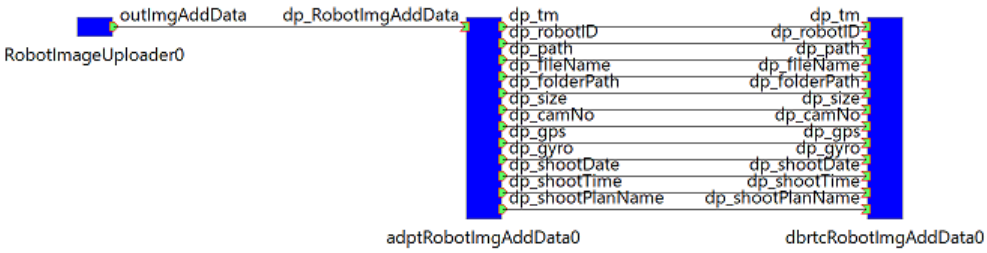

図 6-6 Robot Image Uploader RTC 起動完了後のシステムダイアグラム画面
(4) 受信側 RTC と接続します。本ロボット事業での受信側 RTC は Adapter-RTC(図 6-6 中央)と DB-RTC(図 6-6 右)[6]を使用しています。